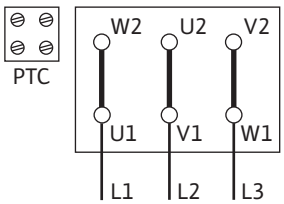
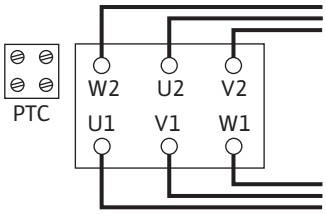

Fig. 10: 星三角启动
Fig. 11: 三角形电路
- 电源连接取决于电机功率 P2、供电电压和启动方式。接线盒中连接桥所需的电路参见下表以及Fig. 10和Fig. 11。
星三角启动（标准）	取下连接桥（Fig. 10）。
通过软启动器启动	三角形电路（Fig. 11）